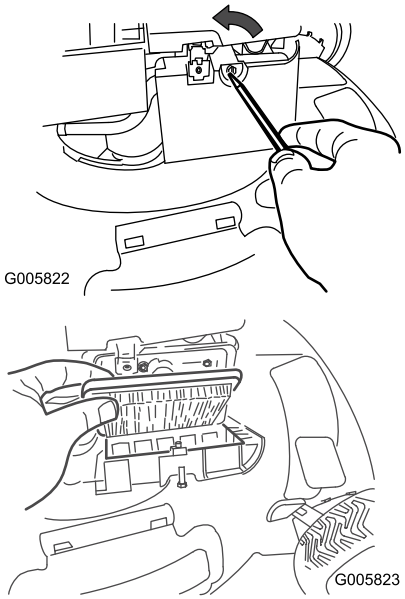

Figura 19
1. Utilice un destornillador para abrir la tapa del filtro de aire (Figura 19).
2. Cambie el filtro de aire (Figura 19).